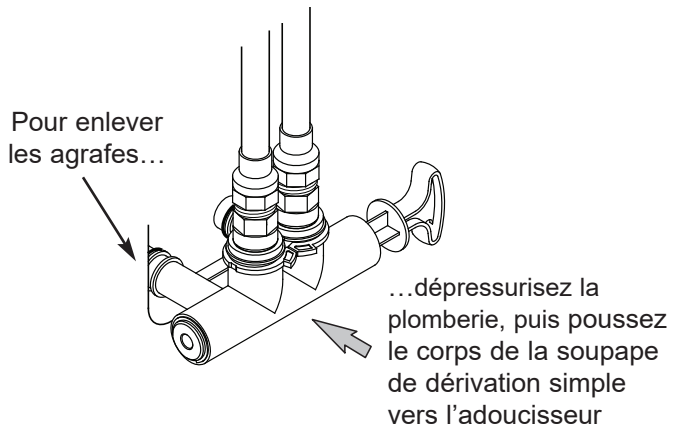

FIG. 14
7. Vérifiez qu'il n'y a pas de fuite autour des agrafes de l'entrée et de la sortie de l'adoucisseur. Si l'une d'elles fuit, dépressurisez la plomberie (fermez l'alimentation en eau et ouvrez les robinets) avant d'enlever l'agrafe. Lors de l'enlèvement des agrafes de l'entrée ou de la sortie de l'adoucisseur, poussez le corps de la soupape de dérivation simple vers l'adoucisseur (voir la figure 14). Un enlèvement inadéquat risque d'abîmer les agrafes. Ne reposez pas une agrafe endommagée.